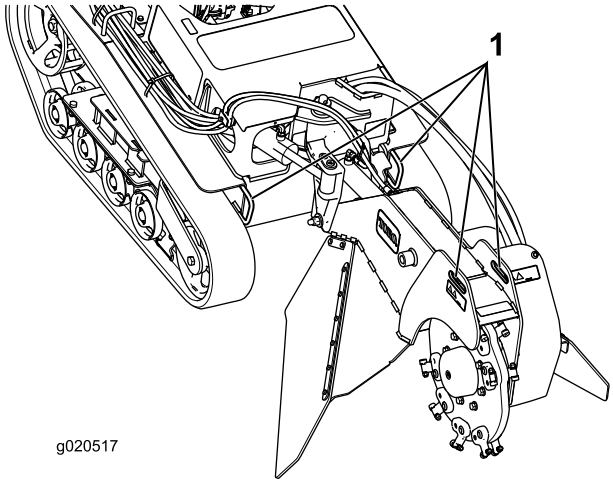
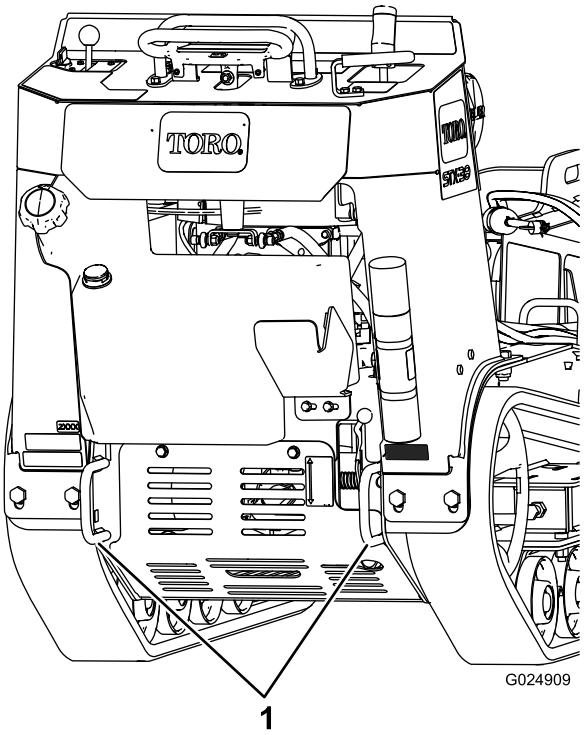

Figur 22
Figur 23
3. Fäst maskinen på släpet med kedjor eller band. Använd fäst-/lyftöglorna på maskinens fram- och baksida (Figur 22 och Figur 23).
Du kan lyfta maskinen genom att använda fäst-/lyftöglorna som lyftpunkter (Figur 22 och Figur 23).